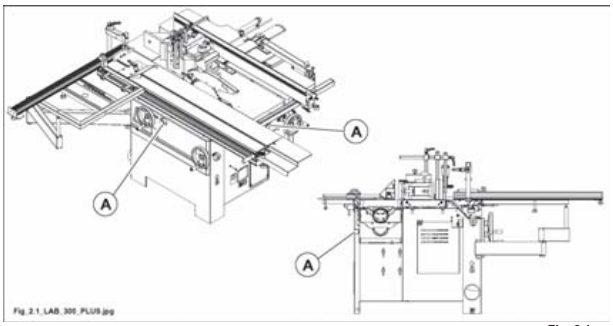

Fig. 2.1
2.1 Disposizione e descrizione dei dispositivi di emergenza (Fig. 2.1) 2
2.1 DISPOSIZIONE E DESCRIZIONE DEI DISPOSITIVI DI EMERGENZA (FIG. 2.1)